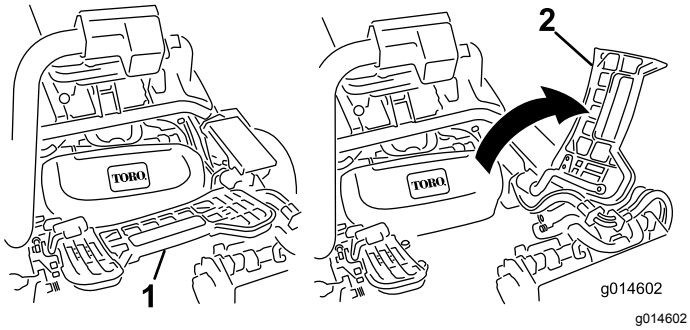

Rysunek 10
3. W przypadku montażu centralnego zespołu tnącego unieś podnóżek i odchyl go, udostępniając miejsce, w którym centralny zespół tnący ma zostać zamontowany (Rysunek 10).